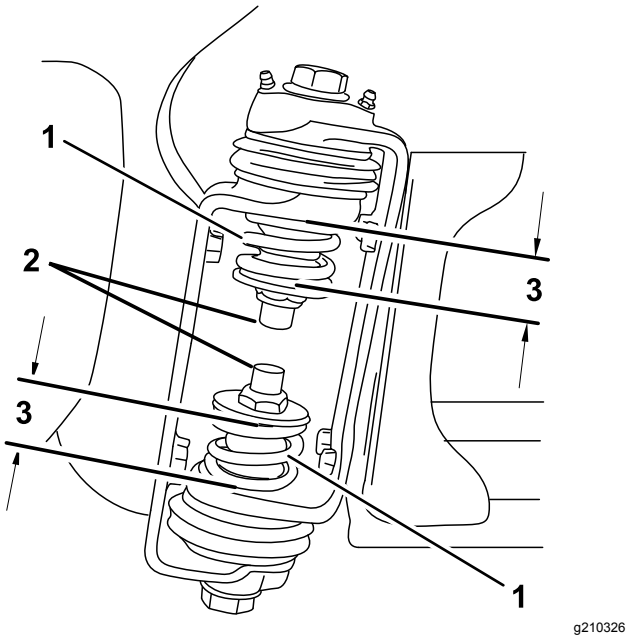

Figur 49
3. Mål sammentrykningen af den øverste og nederste fjeder ved bomhængslet, mens bommene er i forlænget position (Figur 49).